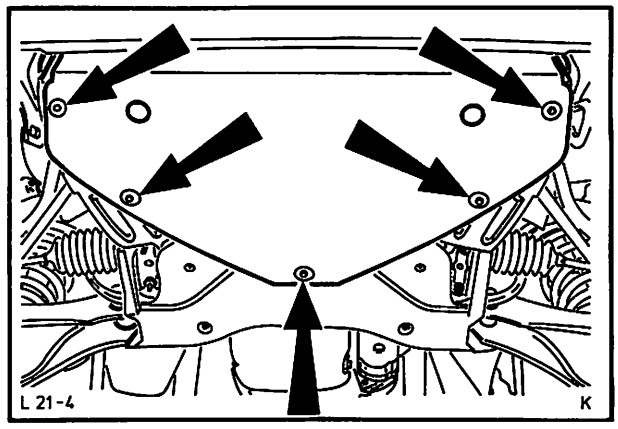

Abb. 214 Spritzpappe – Motorraum befestigen
25. Spritzpappe – Motorraum anbringen, Abb. 214, und Batterie – Massekabel anklemmen. Motoreinstellung nach Vorschrift bei Betriebstemperatur vornehmen. Schließwinkel, Zündzeitpunkt, Leerlauf und CO-Gehalt einstellen.